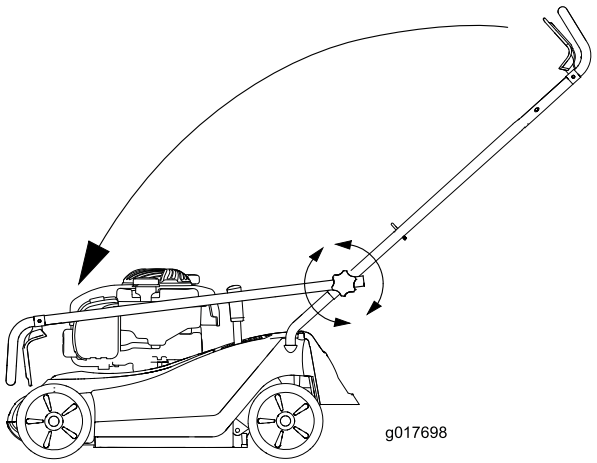

**Figure 25**
3. Fold the handle as shown in Figure 25.